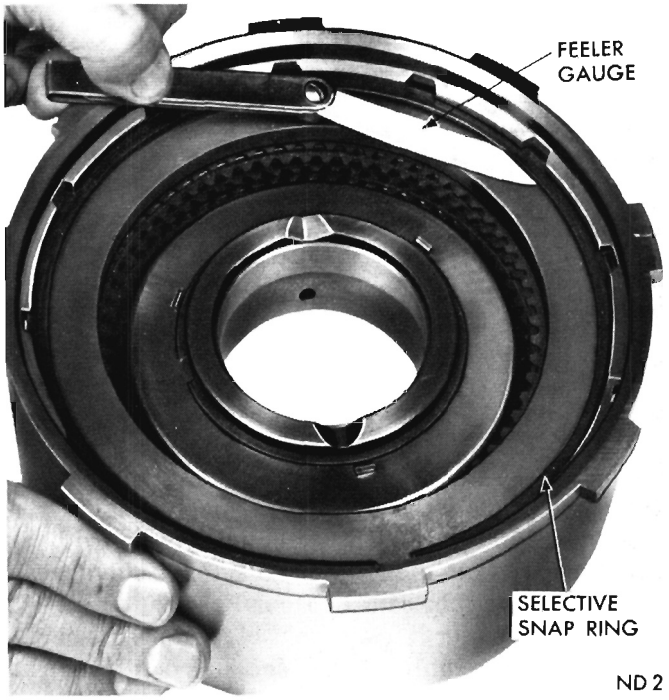

Fig. 70—Measuring Front Clutch Plate Clearance
(5) With front clutch completely assembled, insert a feeler gauge between pressure plate and snap ring (Fig. 70). The clearance should be .056 to .104 inch for the four plate clutch, and .042 to .087 inch for the three plate clutch. If not, install a snap ring of proper thickness to obtain specified clearance. **Snap rings are the same as those used in rear clutch and are available in .060-.062; .068-.070 and .076-.078 inch thickness.**
between pressure plate and snap ring (Fig. 70). The clearance should be within limits given in the chart. If not, install a snap ring of proper thickness to obtain specified clearance. **Snap rings are the same as those used in rear clutch and are available in .060-.062, .074-.076 and .088-.090 inch thickness.**